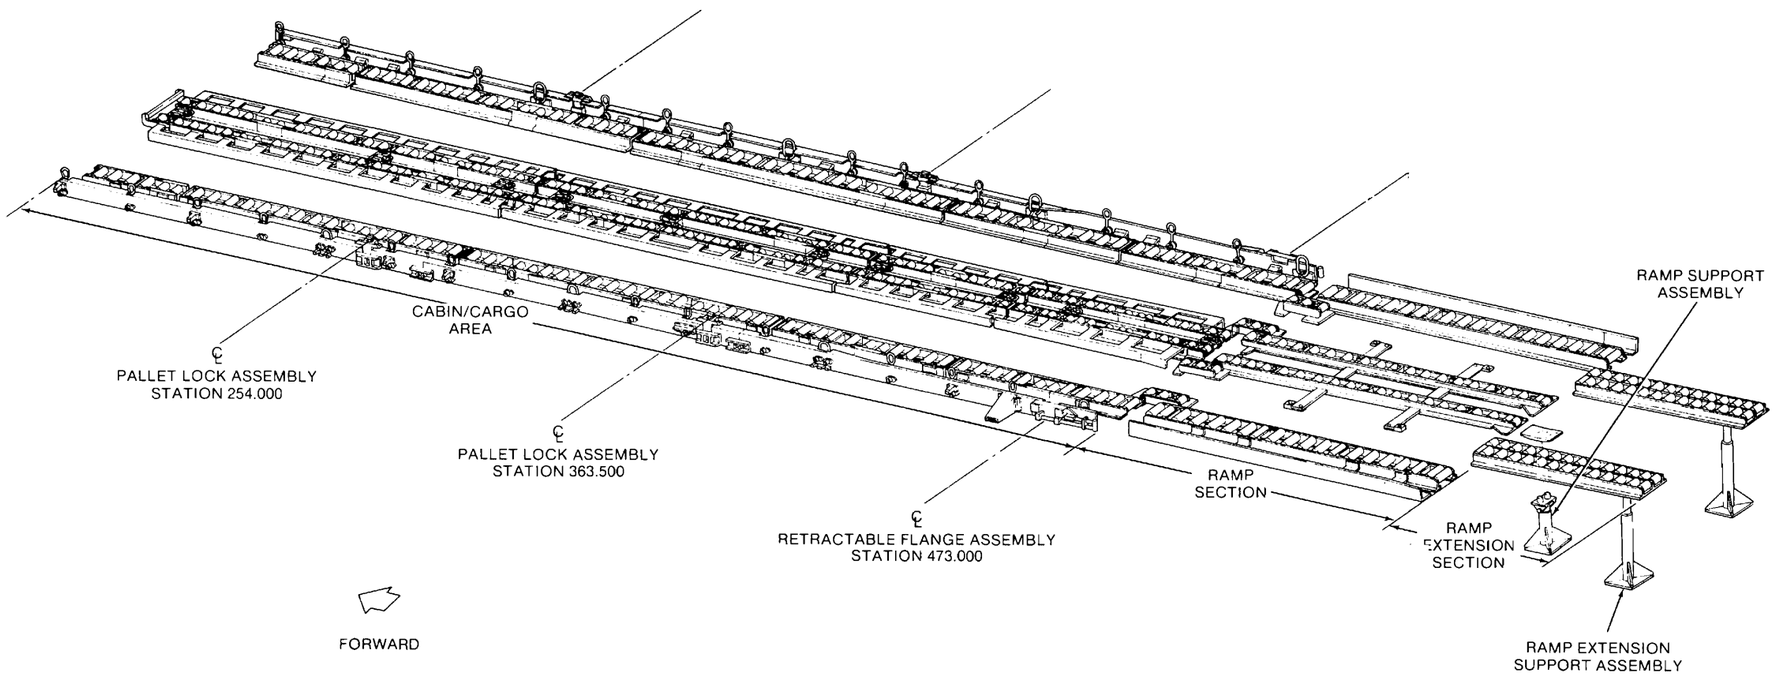

**Figure 1-1. CH47 Helicopter Internal Cargo Handling System**
**1-2. Purpose**. The Helicopter Internal Cargo Handling System, Part No. 18049 J 100, is shown in Figure 1-1. It is designed for use in the CH47 Helicopter as a means of loading and unloading various configuration cargo. The types of cargo are shown in Table 1-1.
b. *Physical Description*. The Helicopter Internal Cargo Handling System consists of three major sections. These are the cabin/cargo area, ramp section, and ramp extension section, as shown in Figure 1-1.